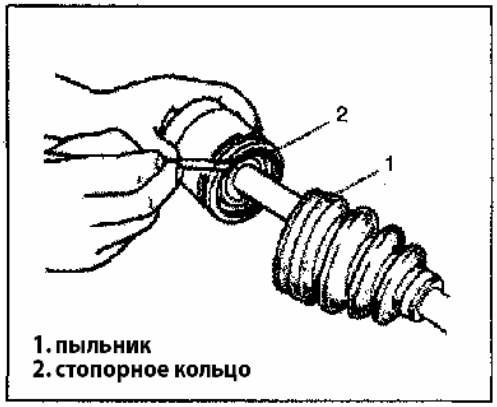

Рис. 475
2) Сместите пыльник к центру привода, снимите стопорное кольцо с корпуса ШРУСа, затем снимите привод (Рис.475).